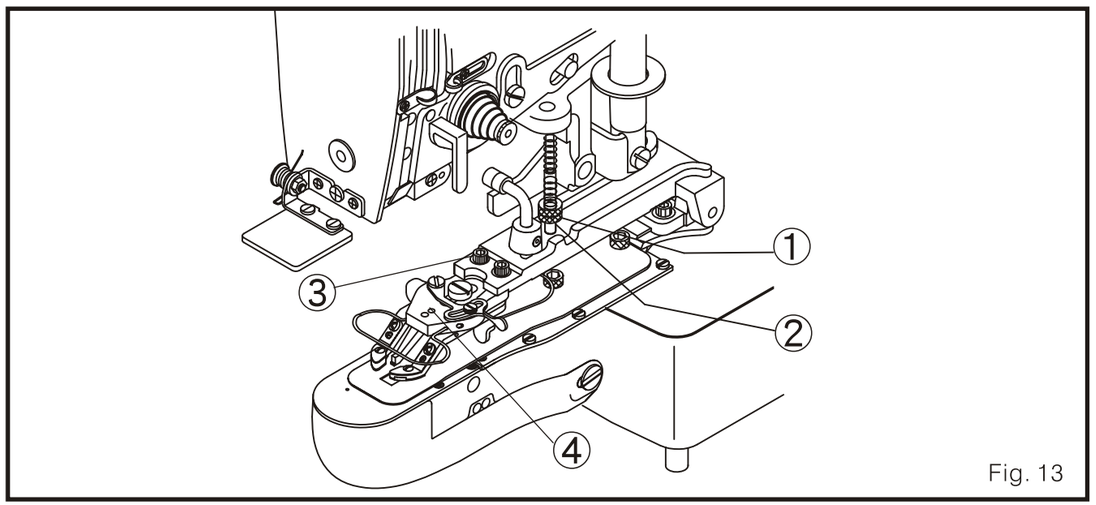

Fig. 13
7. Ajuste la presión de sujeción (tipo PK533-A) (Fig. 13)
8. Ajuste la posición del soporte del botón (para el tipo PK533-A) (Fig. 13)